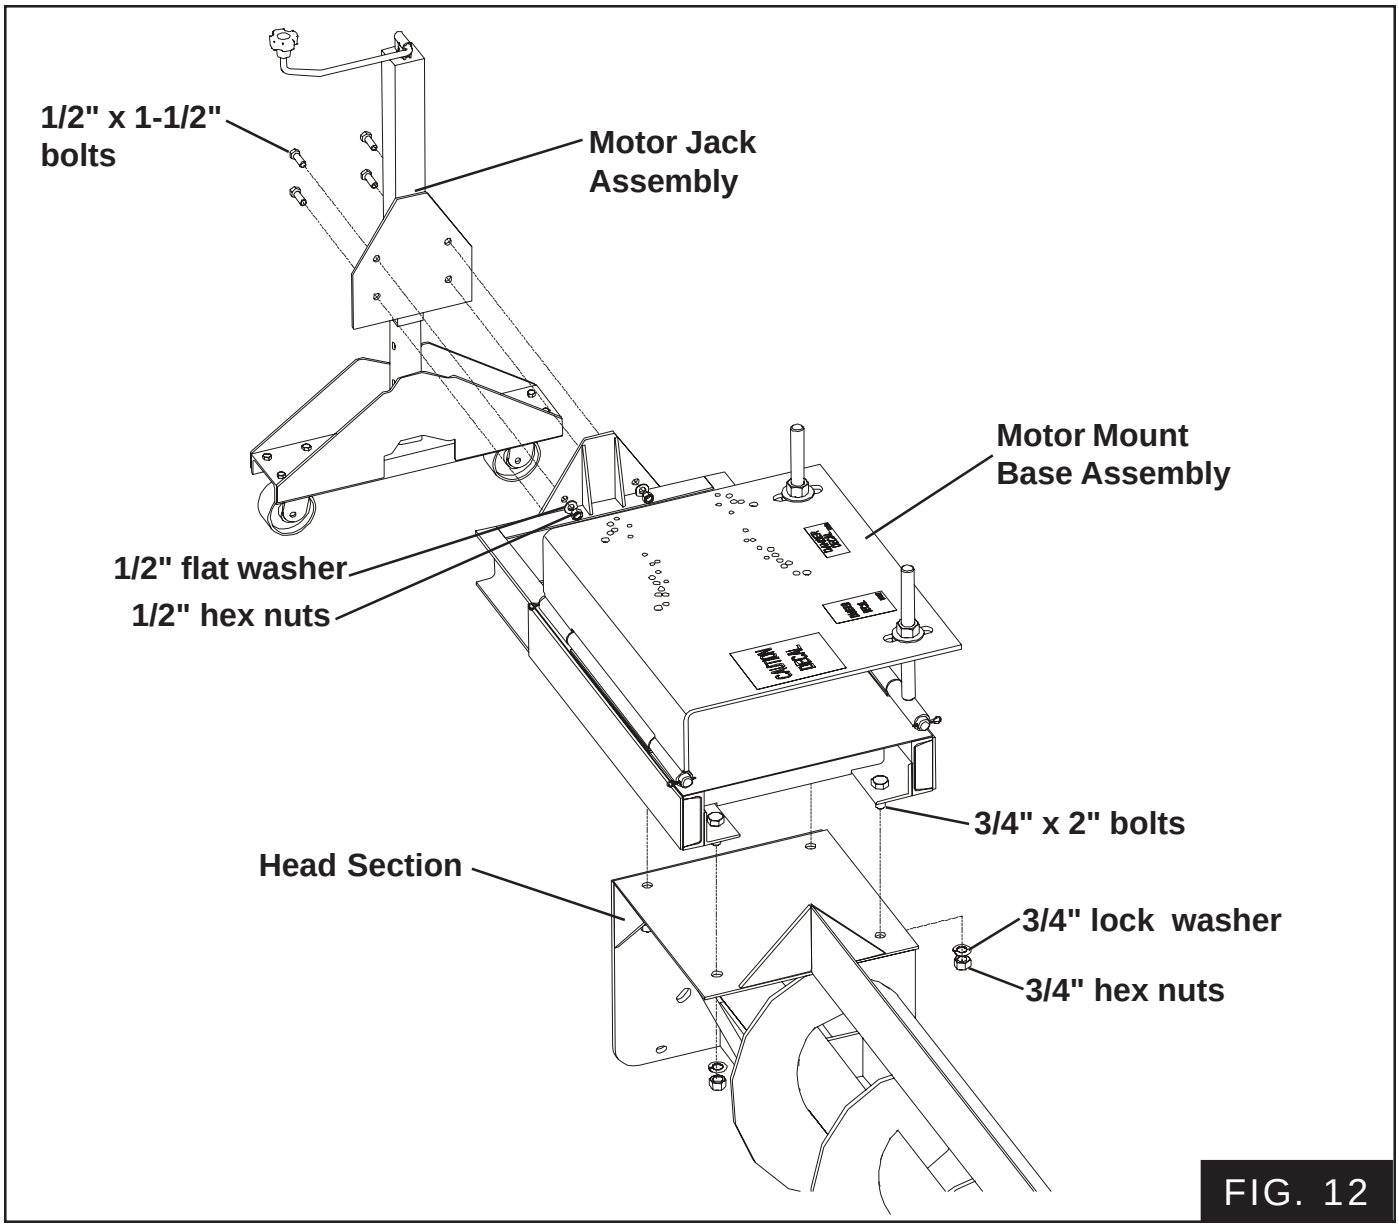

FIG. 12
A. Attach the Motor Mount Base Assembly to the Head Section using four (4) 3/4"x 2"bolts, lock washers and hex nuts. (See Fig 12)
B. Attach the Motor Jack Assembly to the Motor Mount Base Assembly using four (4) 1/2"-13 x 1-1/2" bolts, 1/2" flat washers and 1/2" hex nuts.